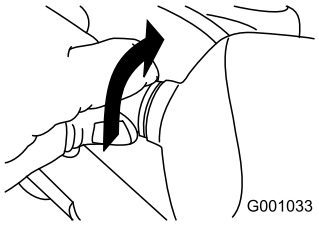

Figur 51
2. Drej pærens sokkel mod uret, indtil den ikke kan drejes mere (Figur 51).